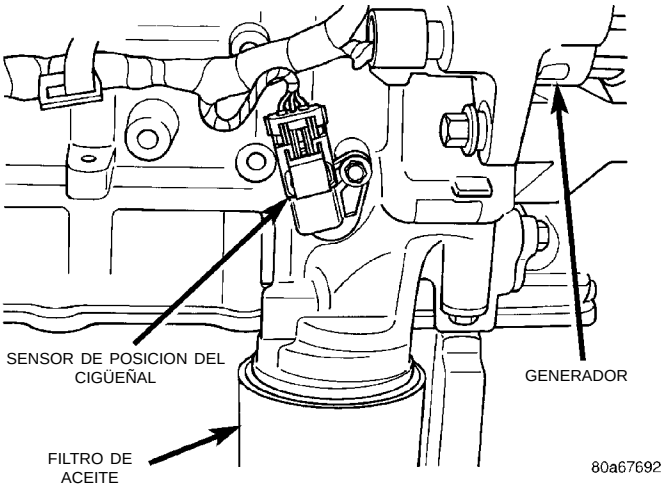

Fig. 45 Sensor de posición del cigüeñal
(18) Inspeccione el conector eléctrico del sensor de posición del cigüeñal (Fig. 45).